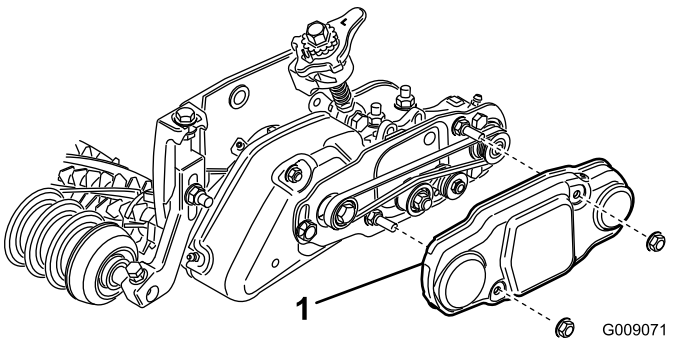

Figura 34
48. Deslize a cobertura da correia para os parafusos de montagem e fixe-a com (2) porcas flangeadas (Figura 34).